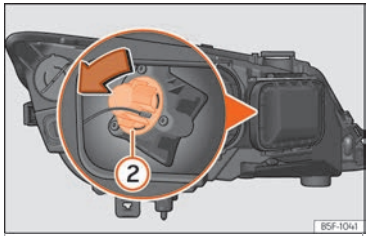

Fig. 110 Turn signal bulb.
– Turn the bulb holder ››› Fig. 110 (2) anti-clockwise and pull. »